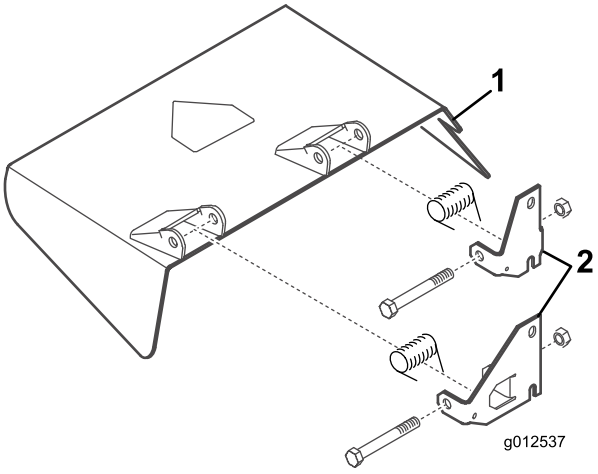

Figura 8
4. Utilizzando i bulloni, i dadi di bloccaggio e le molle rimossi in precedenza, montate le nuove staffe orientabili sui supporti del deflettore (Figura 8). Non serrate eccessivamente i dadi, dal momento che le staffe devono poter ruotare. Conservate questo gruppo per il funzionamento con scarico laterale.